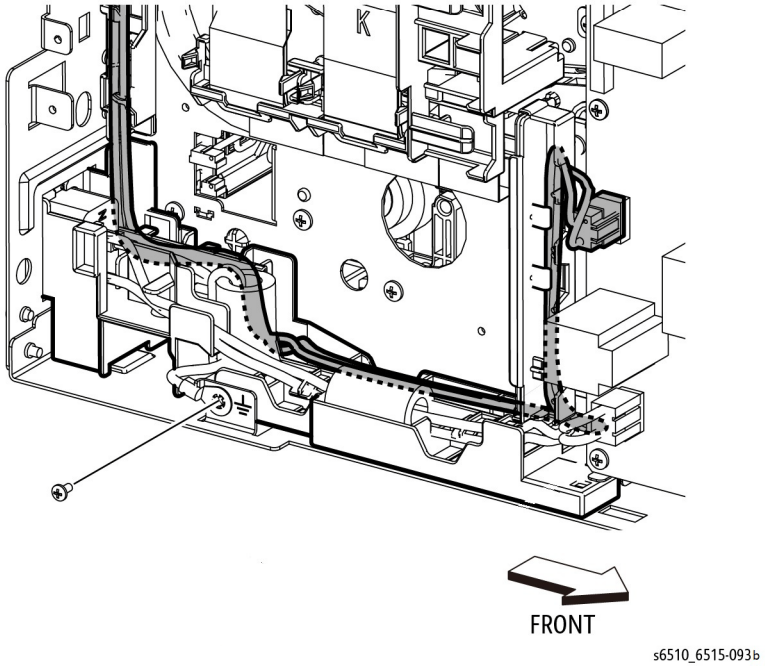

Figure 1 Remove the AC Fuser Harness (MFP)
3. Refer to Figure 1 to release the AC Fuser Harness from the harness guide.
4. Refer to Figure 1 to remove the screw attaching the ground harness.